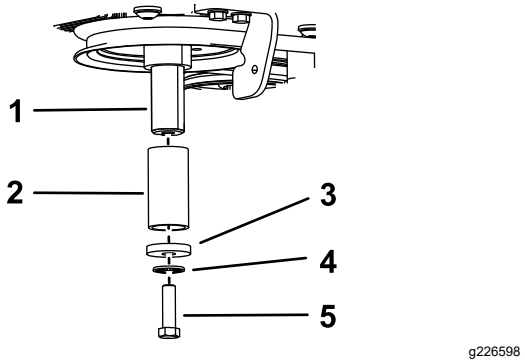

Figura 96
C. Aplique compuesto antigripante al cigüeñal, y luego instale el perno, la arandela, la arandela de muelle y un espaciador (Pieza Toro Nº 136-5411) en el eje (Figura 96).